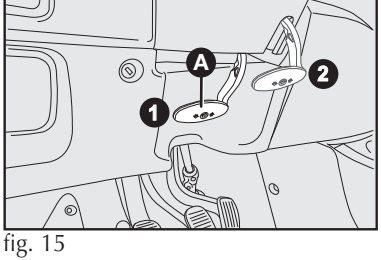

fig. 15
VOLANTE - fig. 15
1) deslocar a alavanca **A-fig. 15** para a posição **2-fig. 15**;
3) retornar a alavanca à posição **1-fig. 15** para travar o volante novamente.